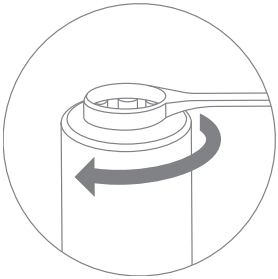
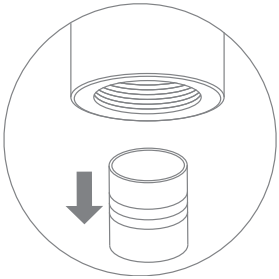

Рис. 20
Рис. 21
3. Ключом для донной заглушки открутите из картриджа донную заглушку (рис. 20) и извлеките использованный минерализатор (рис. 21).